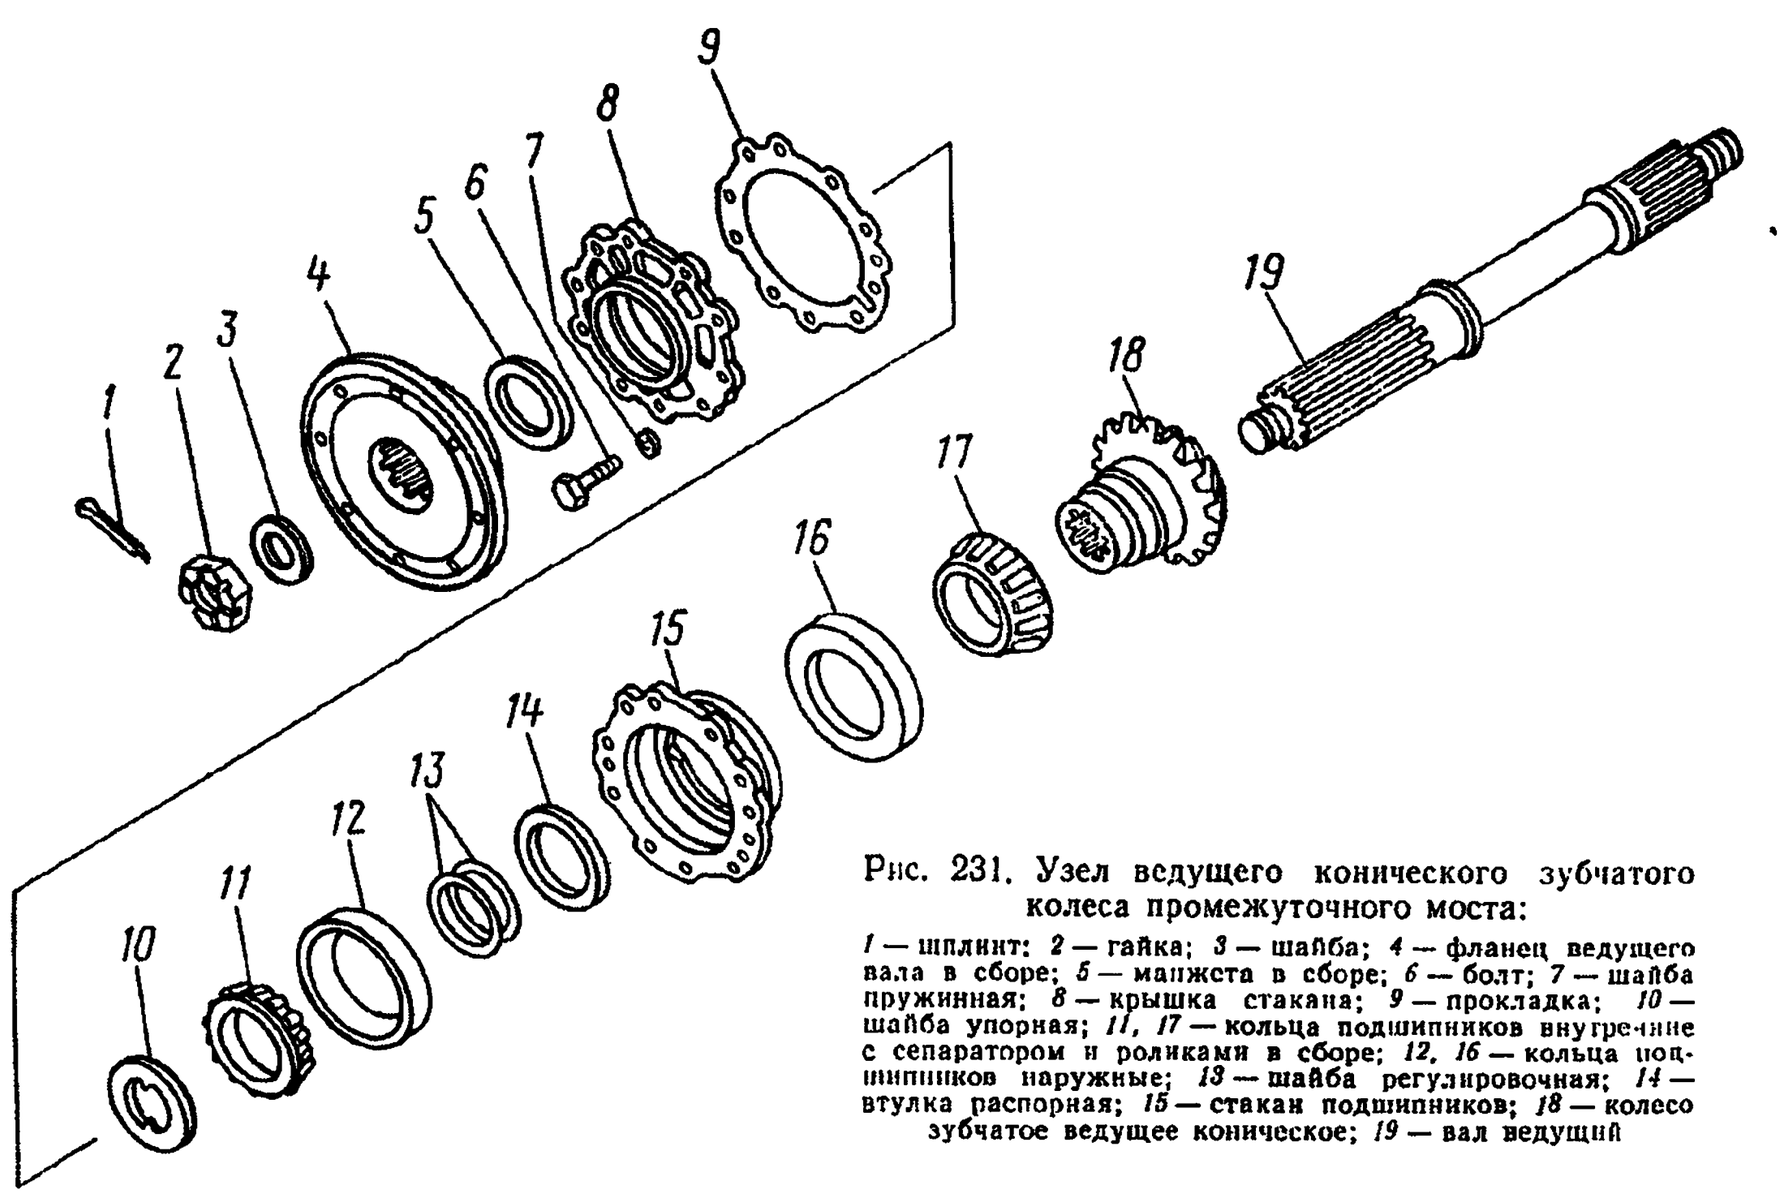

Рис. 231. Узел ведущего конического зубчатого колеса промежуточного моста:
23. Расшплинтуйте и отверните гайку *2* (рис. 231) крепления фланца *4*, снимите шайбу *3*, фланец *4*, крышку *8* в сборе с манжетой, прокладку *9*, упорную шайбу *10*	Накидной ключ 46 мм, молоток, отвертка, плоскогубцы
27. Спрессуйте с вала ведущее коническое зубчатое колесо *18*, спрессуйте съемником (см. рис. 205) с зубчатого колеса внутреннее кольцо *17* подшипника (см. рис. 231)	Съемник
43. Напрессуйте на зубчатое колесо *18* (см. рис. 231) внутреннее кольцо *17* подшипника. Установите на наружное кольцо *16* распорную втулку *14*, регулировочные шайбы *13*	То же